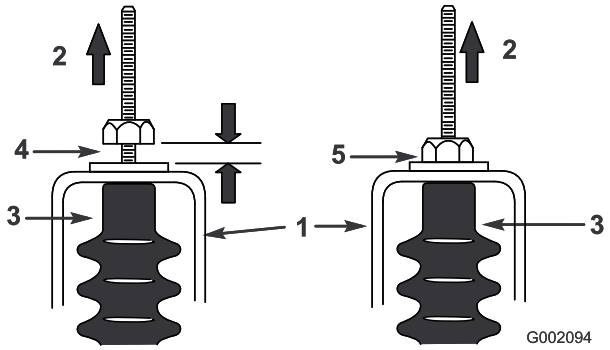

Figur 49
5. Trekk opp hver girkabel for å sikre at det er et mellomrom på 0,76–1,52 mm mellom mutter/skive og nøytral brakett (Figur 49).